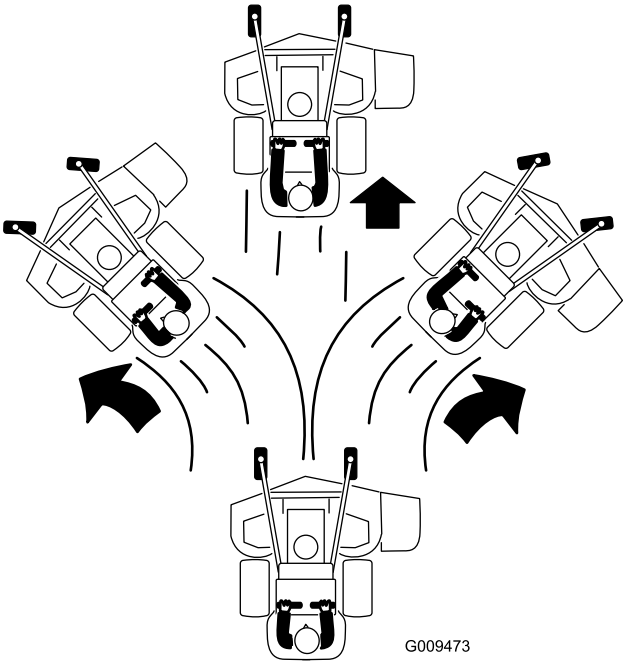

Figure 23
4. Poussez les leviers de commande de déplacement lentement en avant (Figure 23).